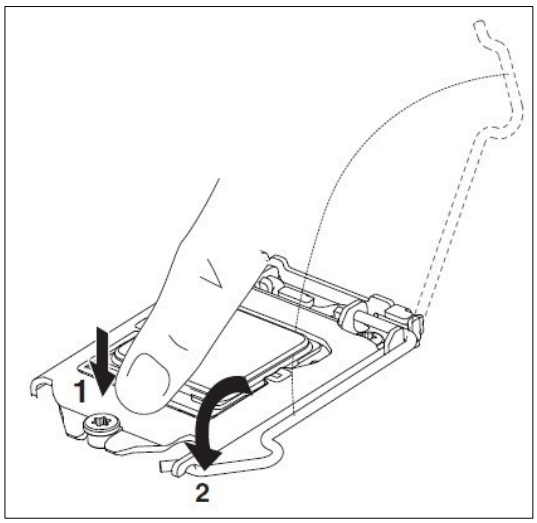

Рис. 8.
5. Опустите фиксатор (возможно, придется приложить небольшие усилия, так что перед этим еще раз убедитесь, что CPU установлен верно). Зафиксируйте его рычагом (рисунок 8).